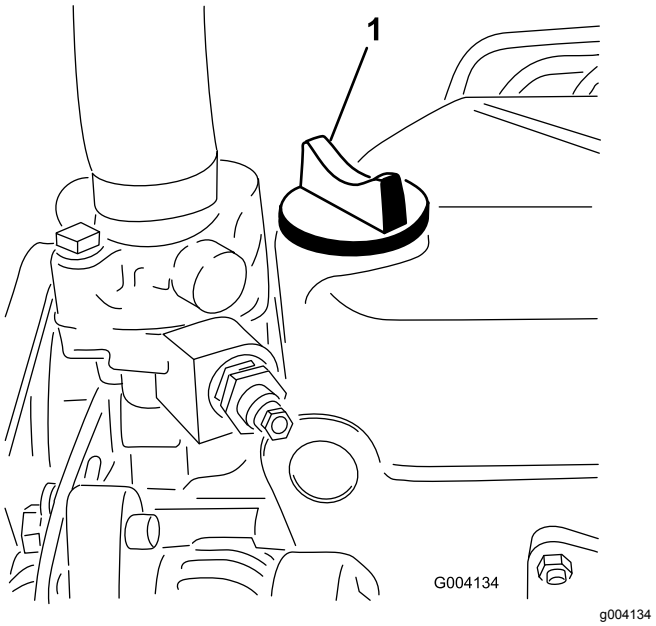

Figuur 45
5. Als het oliepeil beneden de Vol-markering staat, verwijdert u de vuldop (Figuur 45) en vult u bij met olie totdat het oliepeil de Vol-markering op de peilstok bereikt.